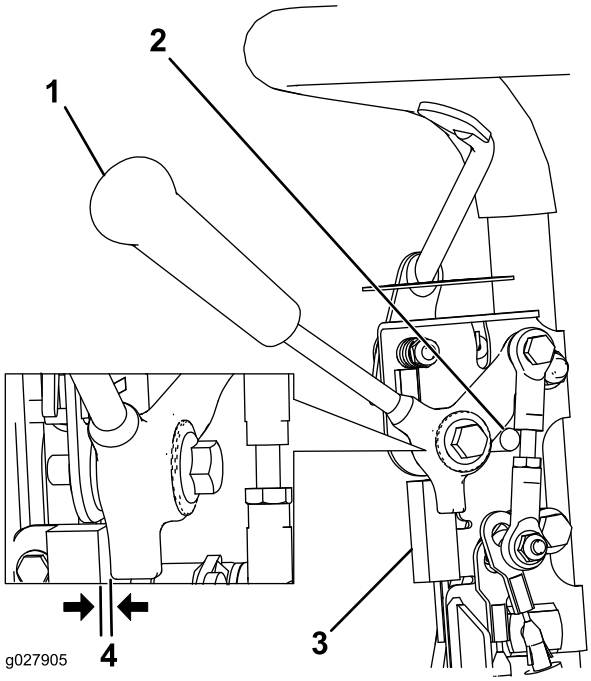

Figur 30
1. Påse at motoren er av og trekkspaken er frakoblet og hvilet mot fri-stopp (Figur 30).
2. Løsne monteringsfestene til sperrebryterne (Figur 30).
3. Plasser et 0,8 mm tykt mellomlegg mellom trekkspaken og sperrebryteren (Figur 30).